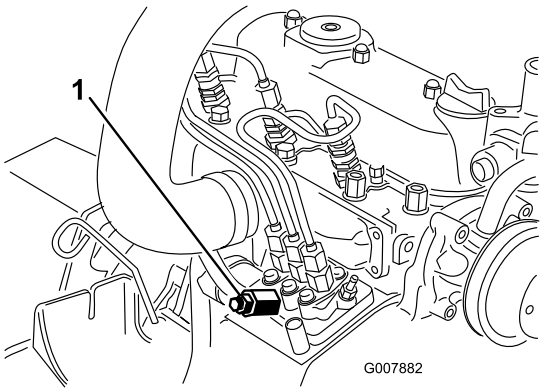

Figur 43
3. Plasser en fille under lufteskruen på pumpen for drivstoffinnsprøyting og åpne den (Figur 43).